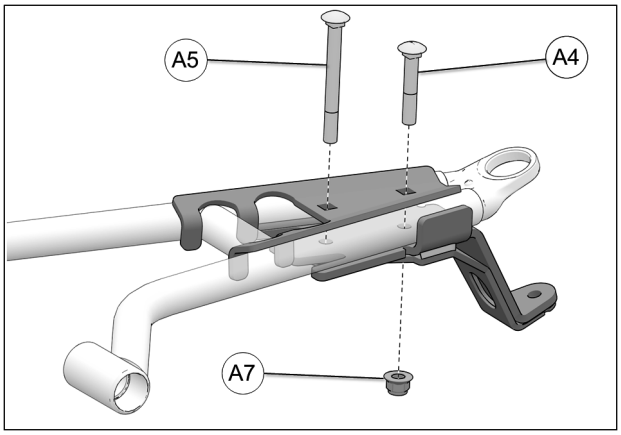

Fig. 16
6. Insérer les boulons de carrosserie M10x60mm (**A4**) et M10x100mm (**A5**) par le dessus de l'ancrage et assembler les deux parties avec l'écrou (**A7**) fourni. Serrer l'assemblage à un couple de 50 N•m [37 lb•pi]. Voir la Fig. 16